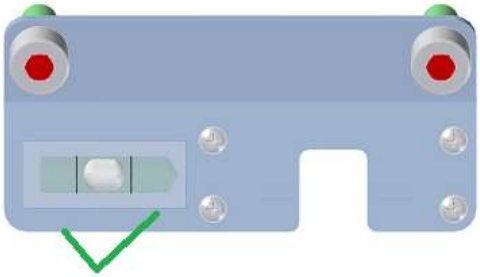

Fig. 3: Lageeinstellung über die Libelle
- Die Vertikallage der Pendelstange mit den Justierschrauben in der Fußplatte so justieren, dass das Libellenauge zentriert ist (siehe Fig. 3).